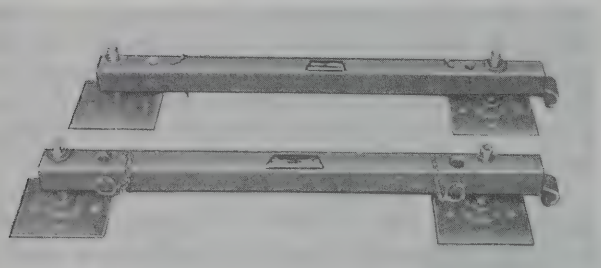

Figure 1—2. Mounting MT-960/TPS-1D (2 shown)
a. MOUNTING MT-960/TPS-1D. *(See figure 1–2.)* Mounting MT-960/TPS-1D is used for the base of
b. RADAR MODULATOR MD-144A/TPS-1D. *(See figure 1—3.)*